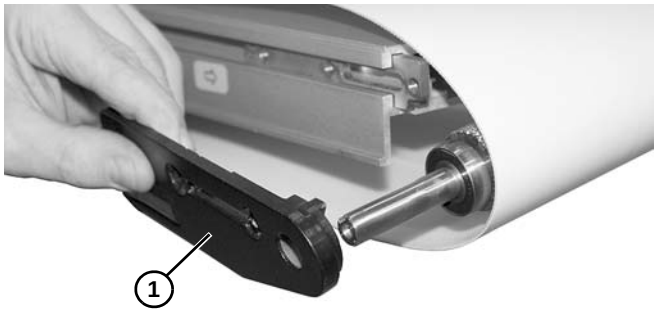

Figure 61
4. Retirer la plaque de tête **(Figure 61, élément 1)** du châssis du convoyeur tout en maintenant la broche en place.